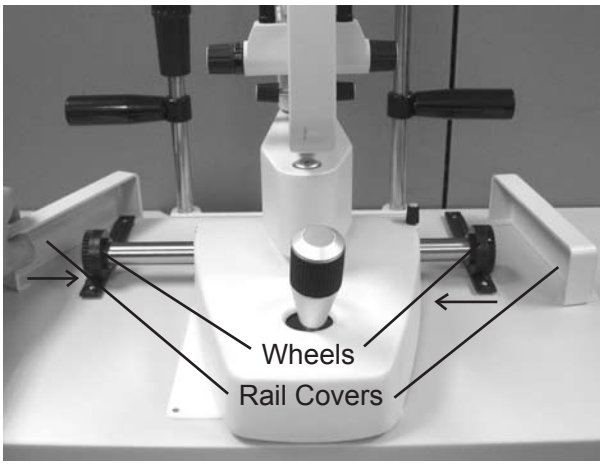

Figure IN-04 Rail Covers Installed
7. Position the Base on the Table so that the toothed wheels mate with the teeth on the guide rails. Refer to Figure IN-04.
8. Install the Guide Rail Covers by sliding them into the bottom of the Guide Rails. Refer to Figure IN-04.